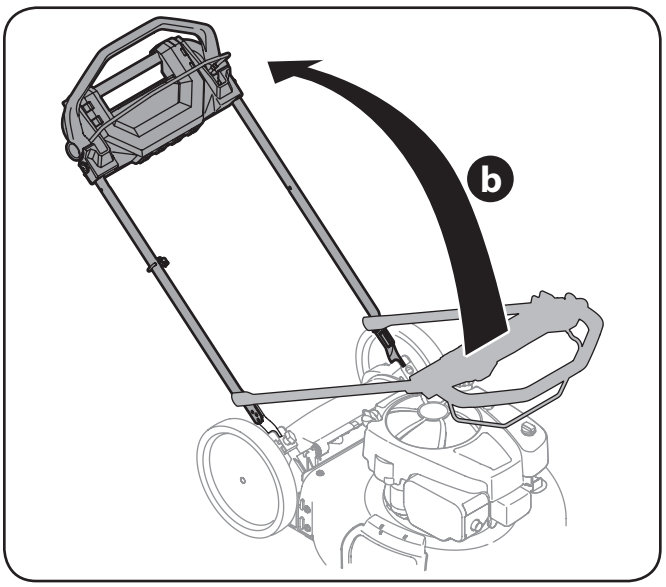

Figure 3-2
b. While stabilizing mower so it doesn't move, pivot upper handle up as shown in Figure 3-2. Do not crimp cables while lifting the handle up and make sure they go on the outside of the handle.